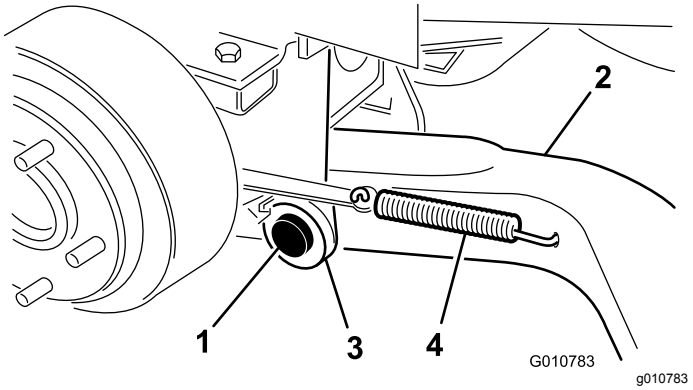

Figur 5
4. Fest en løftearm (med kuleleddets ende vendt utover) til svingbraketten med to avstandsstykker, en svingbolt og en splint (5/32 x 1-3/4 tomme) (Figur 5).
6. Fest bremsereturfjæren i hullet for løftearmen (Figur 5).